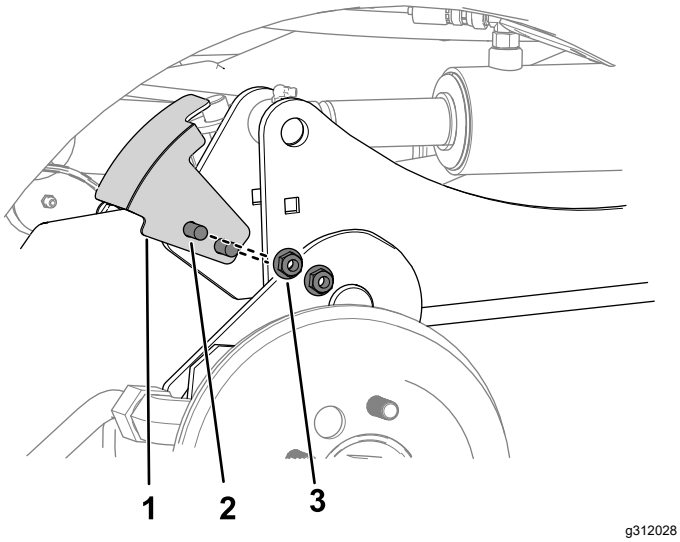

Figuur 7
5. Gebruik 2 slotbouten en 2 moeren (⅜") om de sensorbeugel aan de rechter hefarm te bevestigen (Figuur 7).